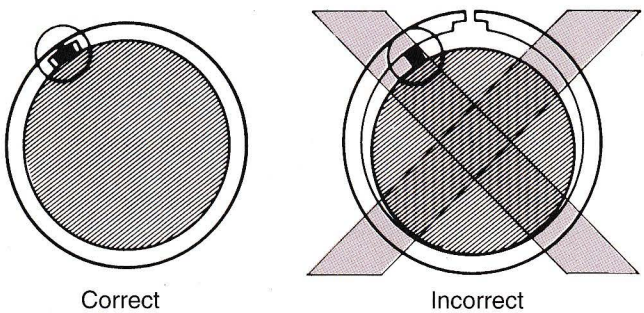

Figure 19-45. Two-stroke piston rings must be properly indexed with ring locating pins. (Suzuki Motor Corp.)
6. Check that piston rings are installed properly in grooves and indexed in locating pins, **Figure 19-45.**